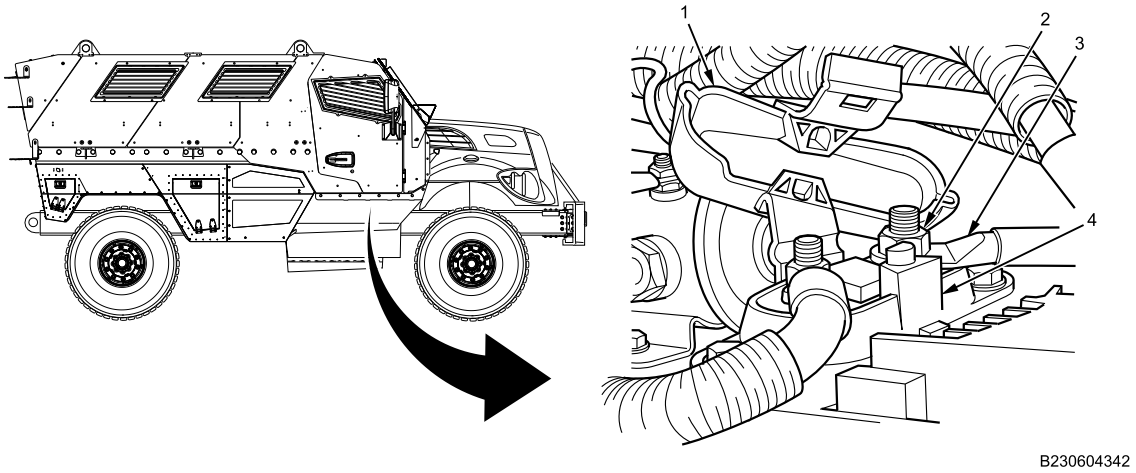

Figure 1. 300A Megafuse and Holder.
1. Remove megafuse cover (Figure 1, Item 1) from megafuse holder (Figure 1, Item 4).
2. Remove nut (Figure 1, Item 2) and winch feed cable (Figure 1, Item 3) from megafuse holder (Figure 1, Item 4).